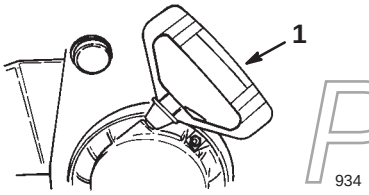

Bild 22
- **Rücklaufstarter** (Bild 22) – Der Rücklaufstarter befindet sich hinten am Motor. Ziehen Sie den Rücklaufstarter zum Anlassen des Motors.
8. Ergreifen Sie den Rücklaufstartergriff (Bild 22) und ziehen Sie ihn langsam heraus, bis ein Widerstand zu spüren ist. Ziehen Sie dann kräftig durch, um den Motor zu starten.